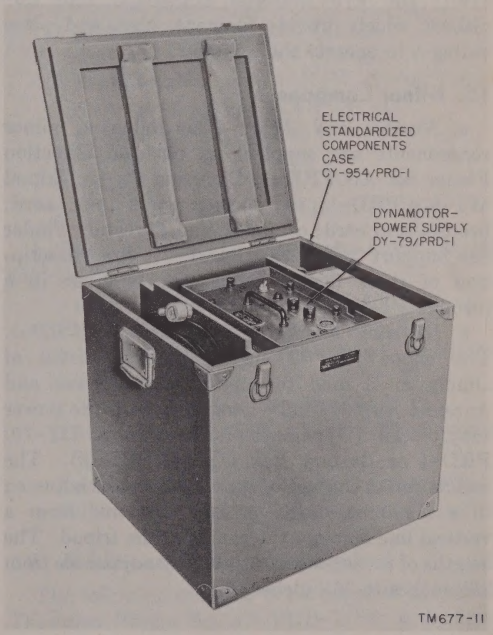

Figure 11. Electrical Standardized Components Case CY–954/PRD–1.
c. When packed for transportation, the dynamotor-power supply (in its cabinet) is placed in Electrical Standardized Components Case CY–954/PRD–1 (fig. 11). In addition, the CY–954/PRD–1 provides carrying space for the power cords and running spares.